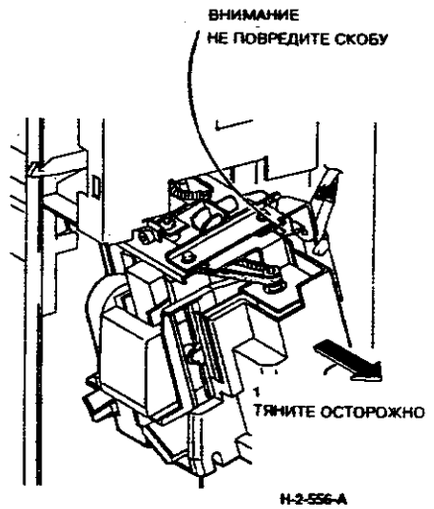

**Рисунок 1. Положение технического обслуживания модуля степлера**
3. (Рисунок 1) Осторожно сдвиньте модуль степлера с заднего конца направляющей в положение технического обслуживания.